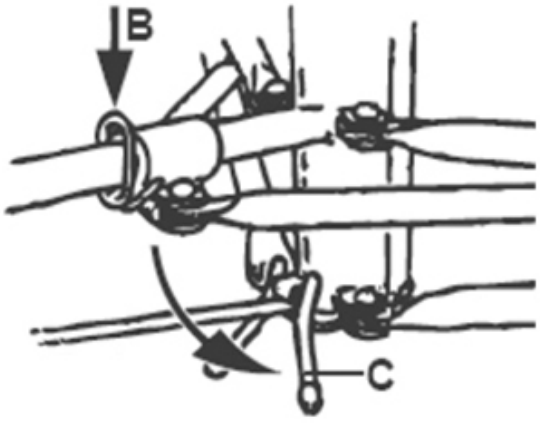

FIG. 2
- Push the ring hook towards the floor and simultaneously open the telescopic rods of the tripod base (Fig. 2, B).
- To prevent the tripod base from moving during assembly, trigger all 3 wheel locking brakes (Fig. 2, C).